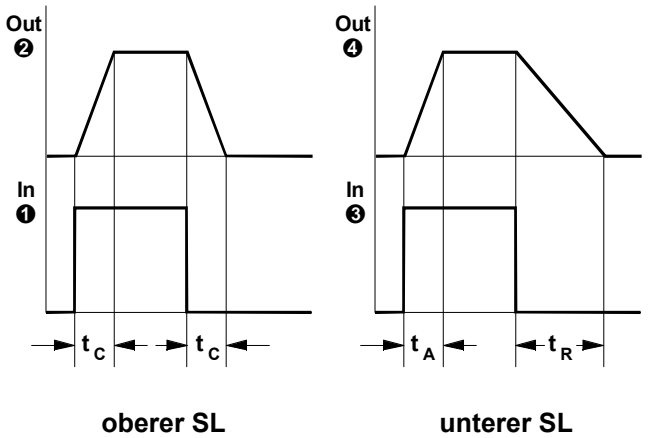

Abb. 1: Signalverhalten des A-170
Mit diesem Regler stellen Sie die **Anstiegs-/Abfallzeit t_C** von Einheit 1 (s. Abb. 1) in einem Bereich von 0 bis 10 Sekunden ein.
④ ↑
Mit diesem Regler stellen Sie die **Anstiegszeit t_A** des unteren SL's (s. Abb. 1) innerhalb des mit dem Wahlschalter ⑥ gewählten Zeitbereiches ein.
⑤ ↓
Die **Abfallzeit t_R** des unteren SL's (s. Abb. 1) stellen Sie mit diesem Regler innerhalb des mit dem Wahlschalter ⑥ gewählten Zeitbereiches ein.